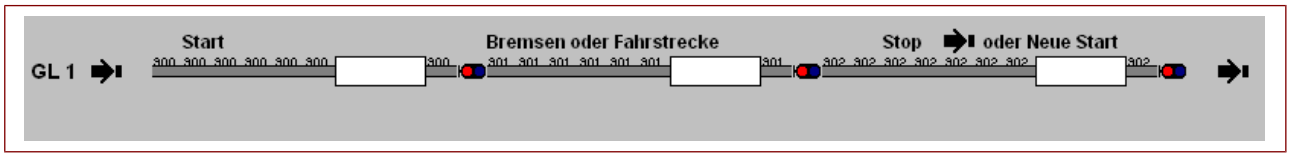
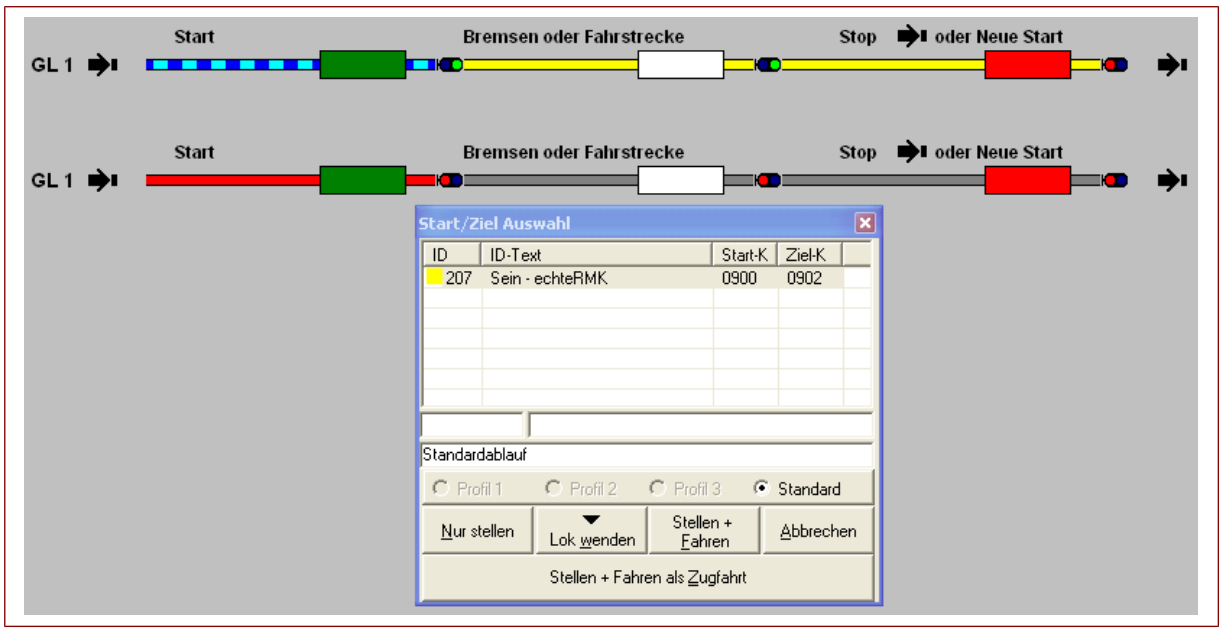
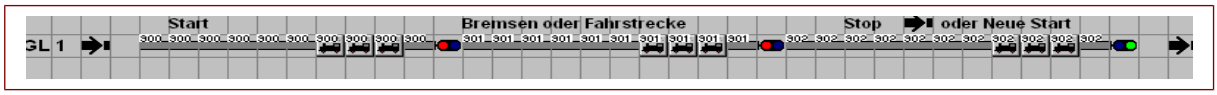

Bild 1. Fahrstraße mit drei Besetztmeldern
Bild 2. Eine Fahrstraße mit einem Zug auf RMK 900
Bild 7.
In Bild 1 sieht man eine einfache Fahrstraße mit drei Besetztmeldern.
Immer, wenn wir drei Besetztmelderabschnitte in WDP definieren, sieht es ungefährt aus wie in Bild 1. Wir können die Strecke z. B. Definieren als Start, Bremsen und Stopp oder als Start, Fahrstrecke und neuer Start.
In Bild 1 sehen wir drei Gleisabschnitte. Die Strecke verläuft also von Gleisabschnitt zu Gleisabschnitt. Eine Fahrstraße mit diesen drei RMK-Abschnitten bilden zusammen einen Block. Der Abstand zwischen den Besetztmeldern RMK 900, 901 und 902 kann vom Anwender nach Belieben verändert werden. Übliche Abstände liegen zwischen 30 cm und ca. 4 Metern (in H0). Angenommen, RMK 900 und 901 haben je eine Länge von 1 Meter und RMK ist 1,10 m lang (jedes Symbol repräsentiert 10 cm), dann beträgt die echte Länge des Blocks in Bild 1 ingesamt 3,10 m. Das stimmt mit 31 Symbolen überein.
Jedes Mal, wenn wir in Bild 1 eine Fahrstraße stellen, dann sieht das aus wie in Bild 2.
In Bild 2 wurde oben eine Fahrstraße gestellt. Durch Klick mit der rechten Maustaste auf den Start oder das Ziel öffnet sich das „Start-/Ziel-Auswahl“-Menü. Wir führen diese Fahrstraße aus mit Hilfe der Start-/Ziel-Auswahl und Klicken auf den untersten Button „Stellen + Fahren als Zugfahrt“.
Die untere Fahrstraße in Bild 2 ist eine Kopie der oberen. Der erste RMK 900 ist rot und daher besetzt.
Wir beginnen in Bild 7 wieder mit einer einfachen Ausgangsituation, die Bild 1 entspricht.
So wie in Bild 1 angegeben, beginnen wir mit einem Gleisplan, der drei physikalische Besetztmelder hat. Im Stoppbereich (902) werden im gleichen Abstand zwei Gleissperrsignale platziert (s. Bild 8).